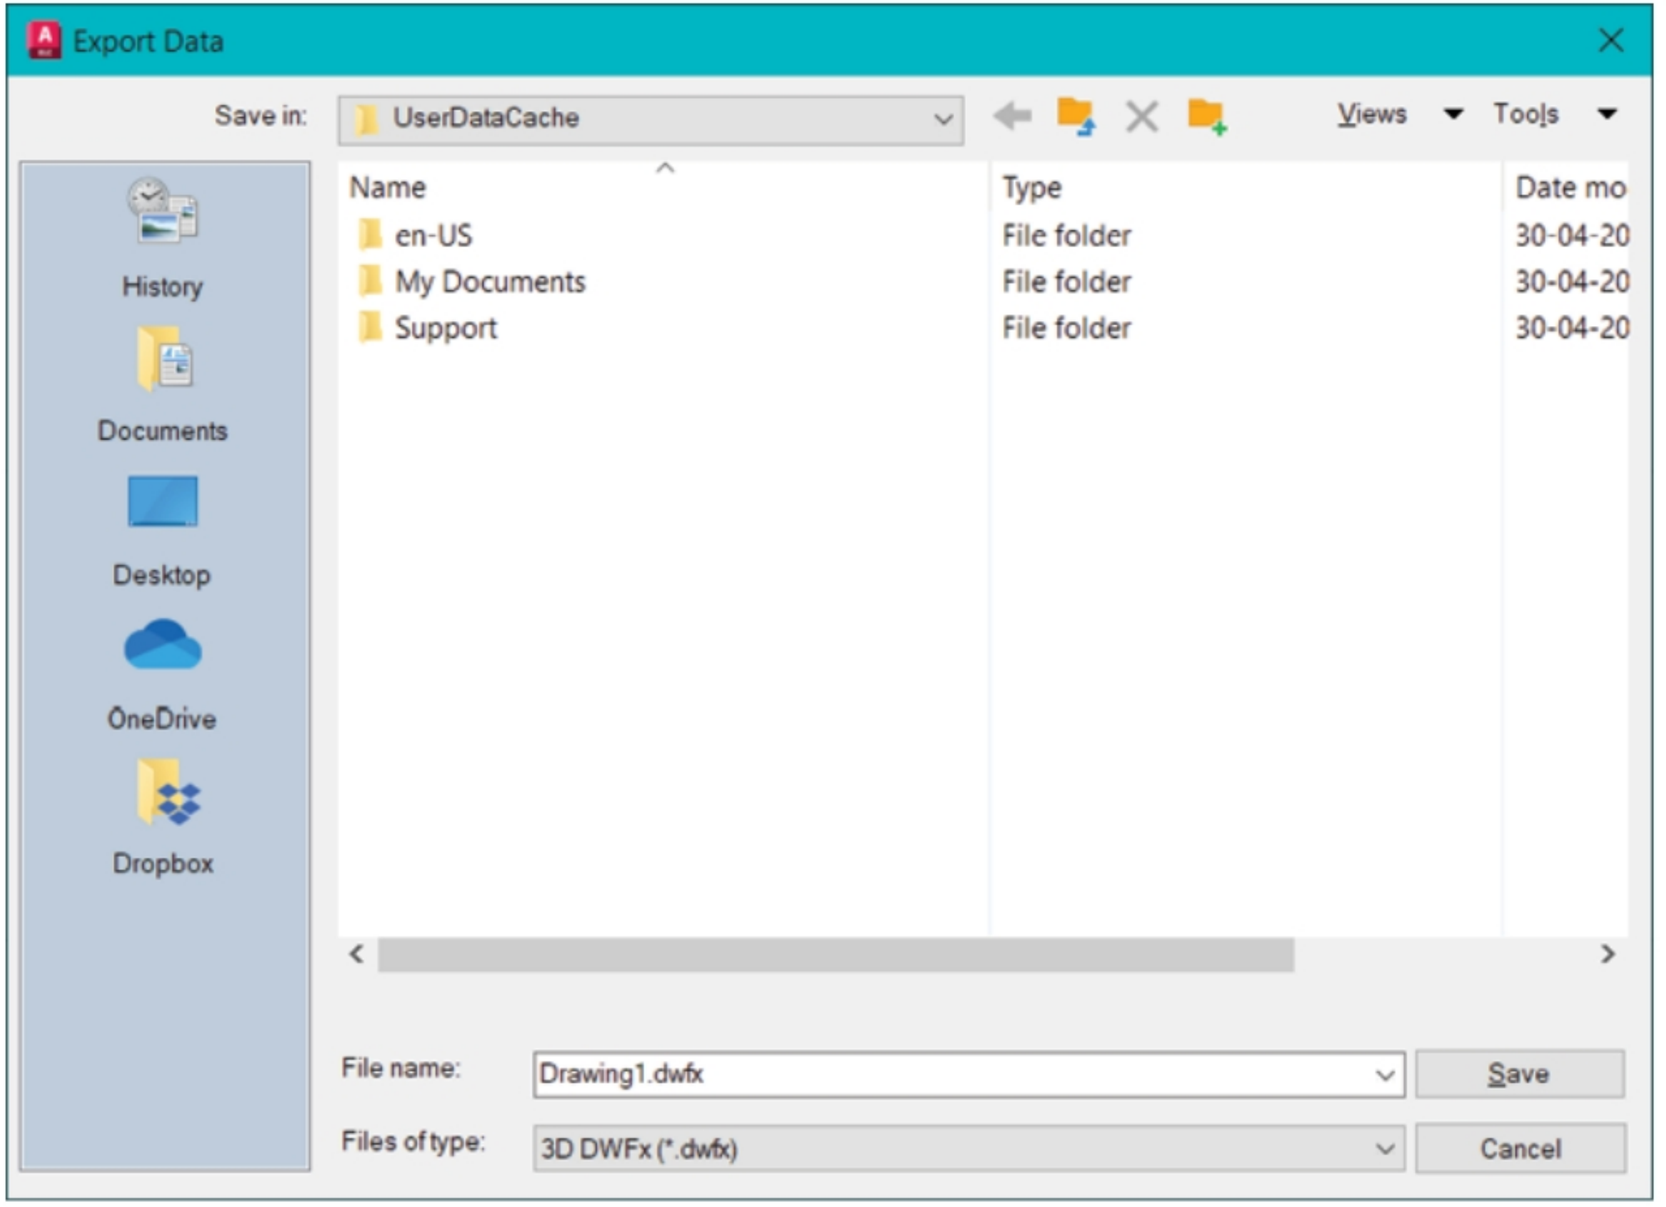

Figure-48. Export Data dialog box
- Click on the **Other Formats** button from the list. The **Export Data** dialog box will be displayed as shown in Figure-48.